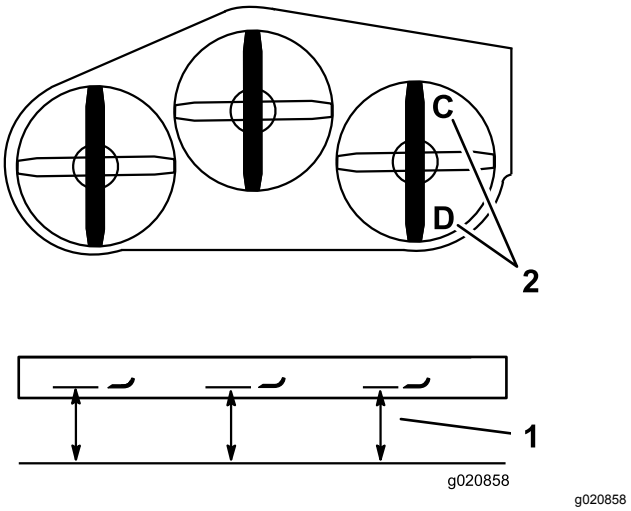

Figuur 84
1. Zet het rechter maaimes in de schuinstand (Figuur 84).
2. Meet het rechtermes bij punt **C**. Meet de afstand tussen een horizontaal oppervlak en de snijrand van het maaimes en noteer deze afstand (Figuur 84).
3. Meet het rechtermes bij punt **D**. Meet de afstand tussen een horizontaal oppervlak en de snijrand van het maaimes en noteer deze afstand (Figuur 84).
**Opmerking:** Het maaimes moet 6 tot 10 mm lager staan bij punt **C** dan bij punt **D** (Figuur 84). Indien dit niet het geval is, gaat u als volgt te werk.